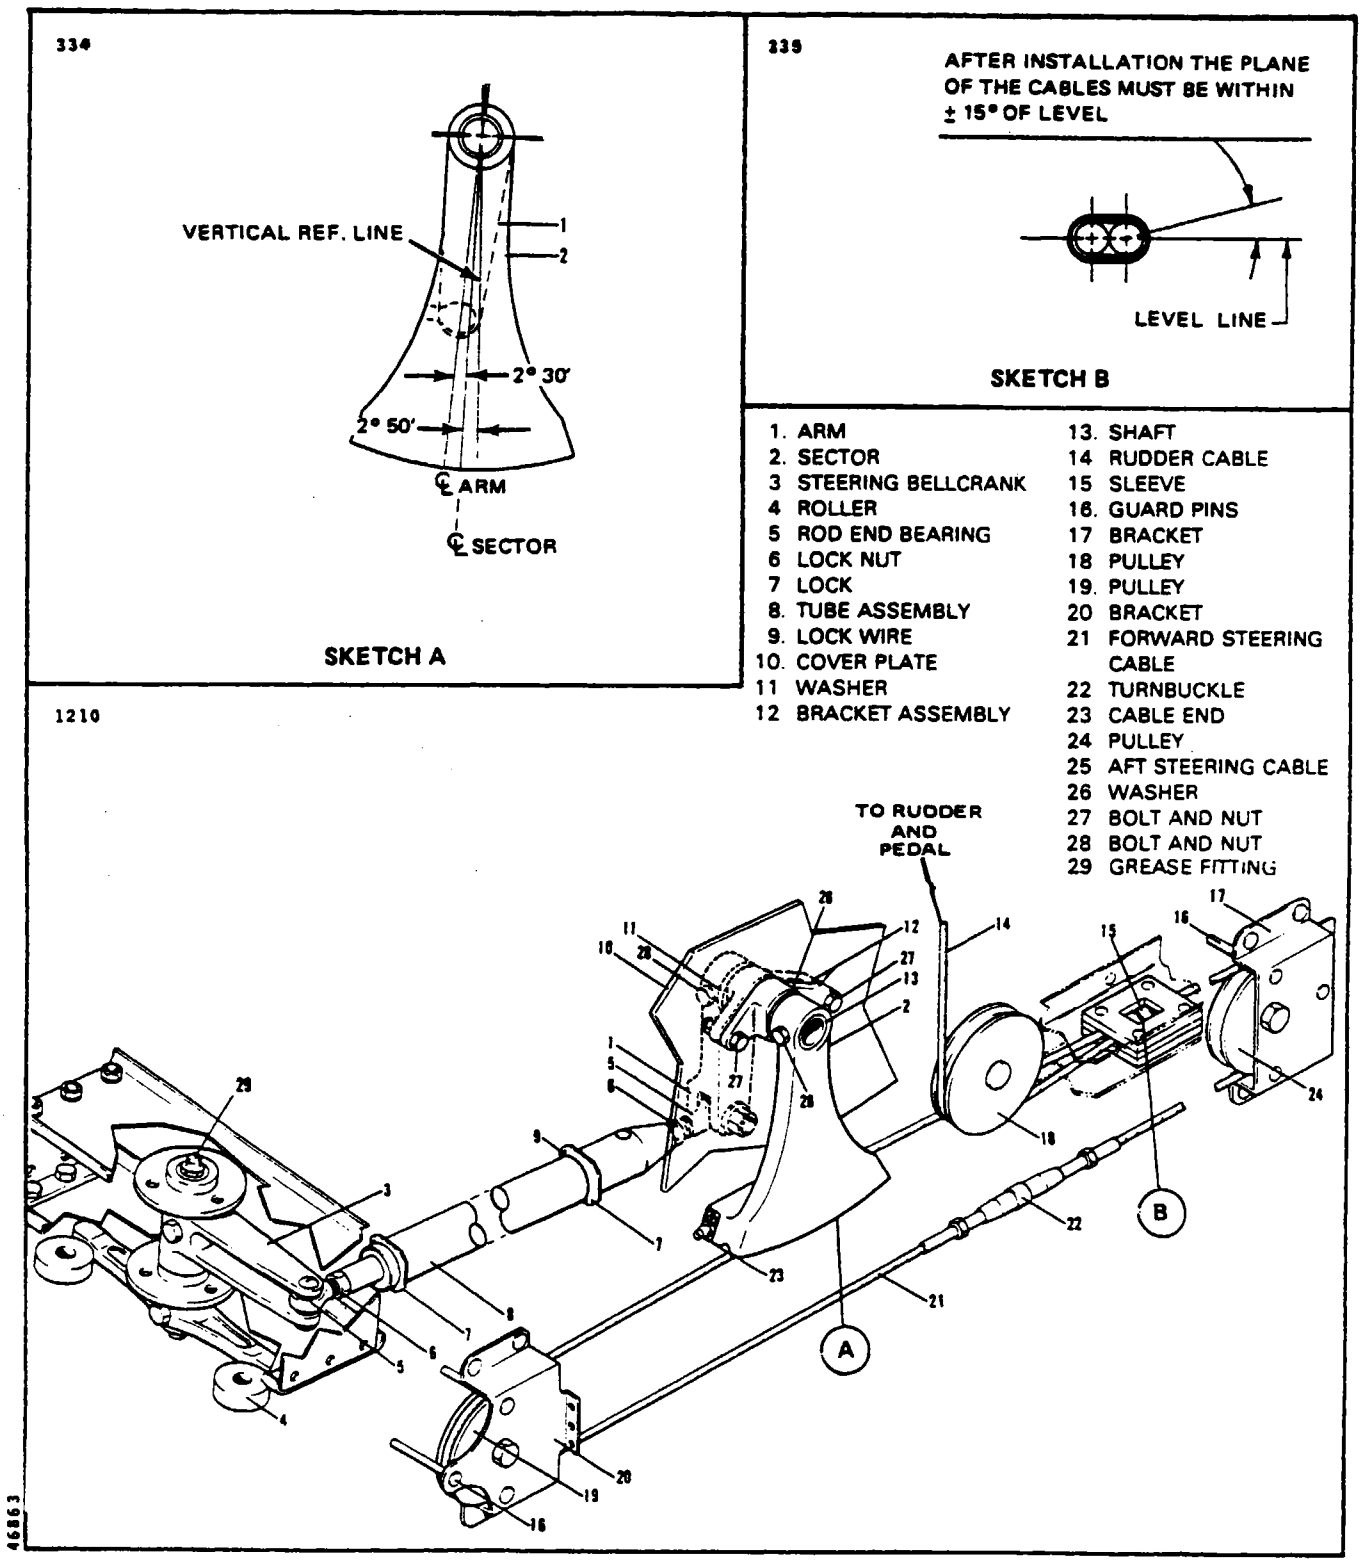

Figure 7-6. Nose Gear Steering Installation
h. Adjust the rod end bearings of the steering rod to align the nose wheel with the chalk line. To align the nose wheel straight forward, stand in front of the nose gear and align the center rib of the tire with the chalk line or lay a straightedge along the side of the tire and parallel the straightedge with the chalkline. One end of the rod must be disconnected and jam nuts loosened to make this adjustment. Do not attempt to make the adjustment by means of one bearing, but divide the adjustment between the bearings at each end of the rod. Check that rod ends have sufficient thread engagement, reinstall the rod and secure jam nuts. (Refer to Figure 7-6.)
7-20. REMOVAL OF NOSE GEAR STEERING MECHANISM. (Refer to Figure 7-6.)
7-22. INSTALLATION OF NOSE GEAR STEERING MECHANISM. (Refer to Figure 7-6.)